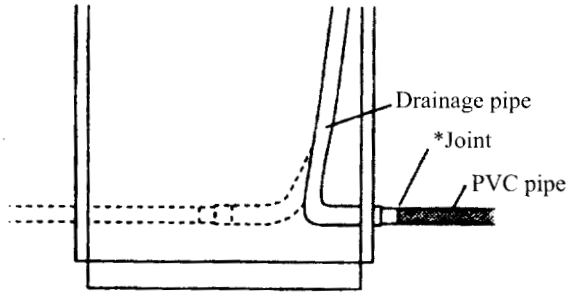

Fig 108
(1) Use PVC pipe and thread it through one of the four passing holes of the indoor unit and connect it to drainage pipe joint. Ues binder to bind the joint tightly to avoid leaking.
(2) The drainage pipe must be sloped downwards to prevent water from accumulating in the pipe.
(3) Use thermal insulation tape to wrap the joint (see Fig. 108)tightly.